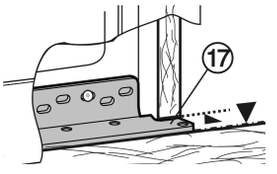

Fig. 27
- ▶ Push the appliance into the recess until the lower turn hinge *Fig. 27 (17)* abuts the end face of the unit wall.
- ▷ The turn hinge *Fig. 27 (17)* bears on the floor of the recess.